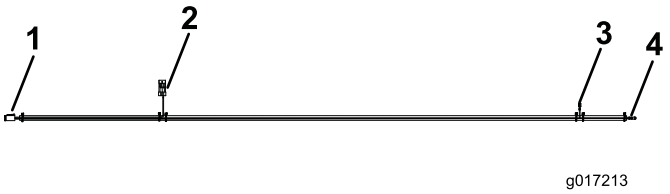

Figur 10
- Tilslut ledningsnetstikket, der er mærket **Seat** (sæde) til sædets ledningsnetstik (Figur 10).
- Tilslut ledningsnetstikket, der er mærket **Seat Switch** (sædekontakt) til traktionsenhedens ledningsnet (Figur 10).
- Tilslut ledningsnetstikket, der er mærket **Seat Power** (strøm til sæde) (spadeterminal) til en åben terminal på hjælpemotorens sikringsblok (Figur 10). Installer 10-A-sikringen i de tilsvarende åbninger i sikringsblokken.
- Fastgør ledningsnetstikket, der er mærket **Ground Block** (motorblok) (ringklemme) til hjælpemotorens motorblok (Figur 10).